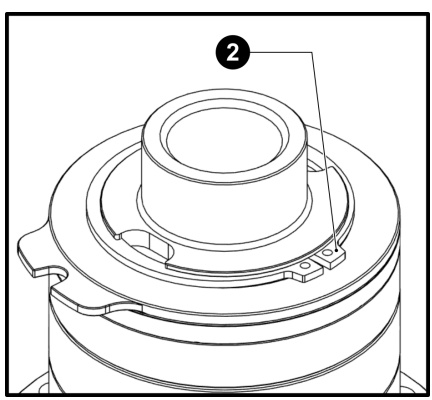

Рис. 22
3.16 Установите стопорное кольцо (**2**). (**Рис. 22**)